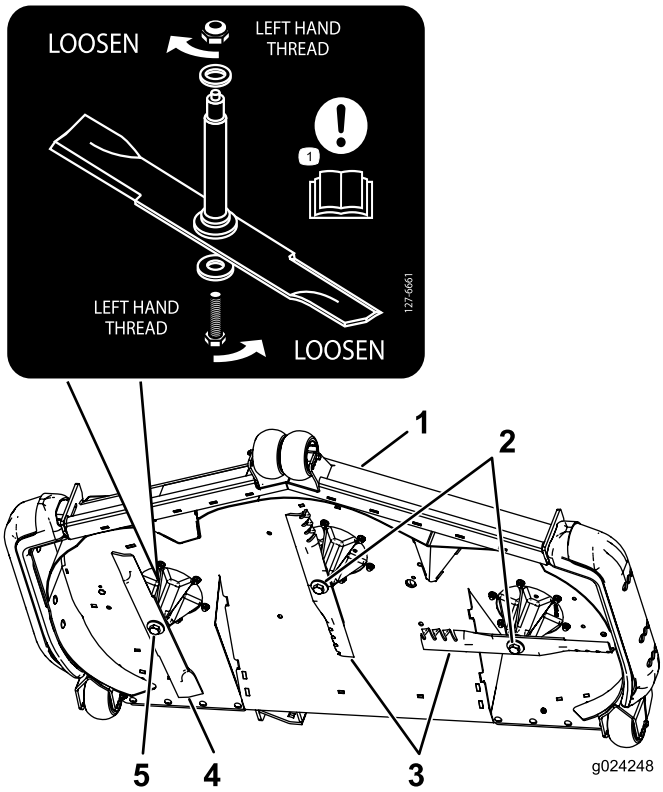

Figur 90
Viktig: Den høyre kniven på denne klippeenheten roterer mot urviseren, og bruker en venstregjenget knivbolt. Bruk Figur 90 for riktig plassering av knivene til klippeenheten.
3. Fjern den høyre knivbolten (venstregjenget bolt), bueskiven og kniven fra spindelakselen (Figur 90).
Merk: Merk deg knivtypen og hvor hver kniv monteres. Se Figur 90 for riktig plassering.